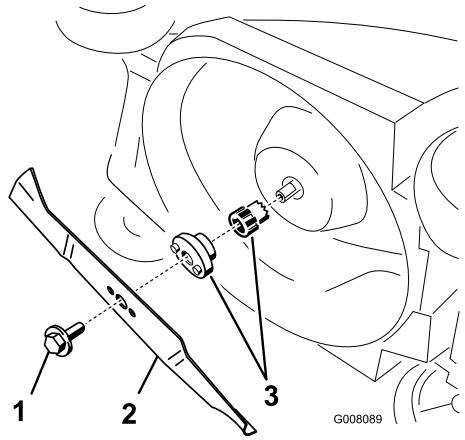

Figuur 24
1. Pak het uiteinde van het mes (Figuur 24) vast met een lap of een dikgevoerde handschoen.